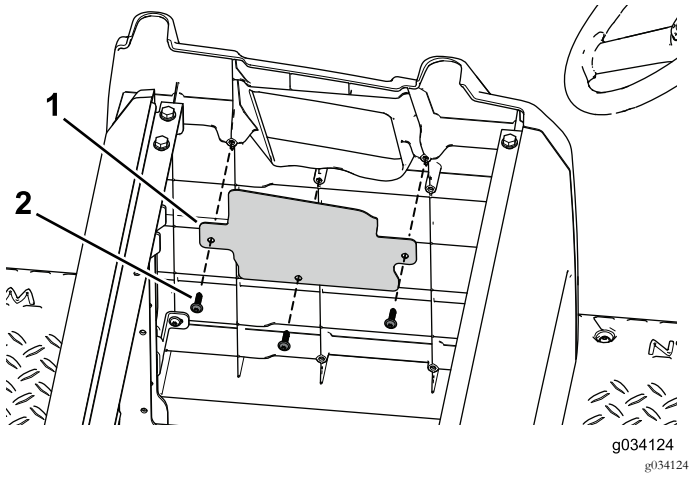

Figuur 44
2. Verwijder de 3 zelftappende schroeven om het deksel van de opening op de zijplaat te bevestigen (Figuur 44).